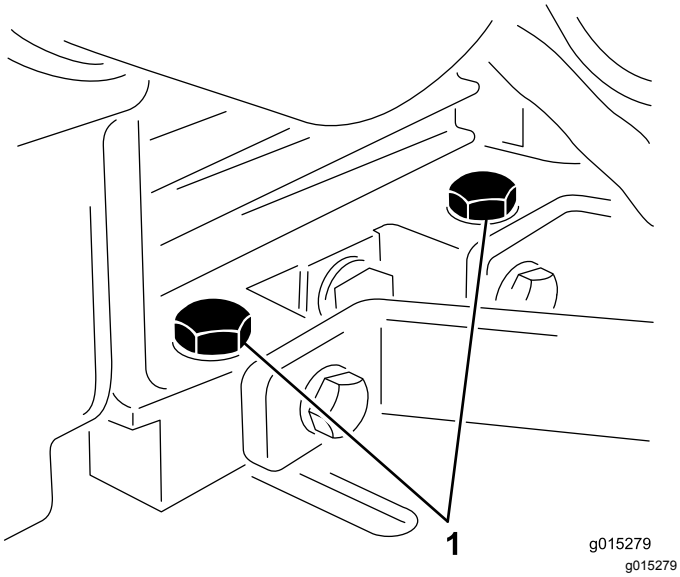

Figur 21
2. Lossa motorns monteringsskruvar (Figur 21).